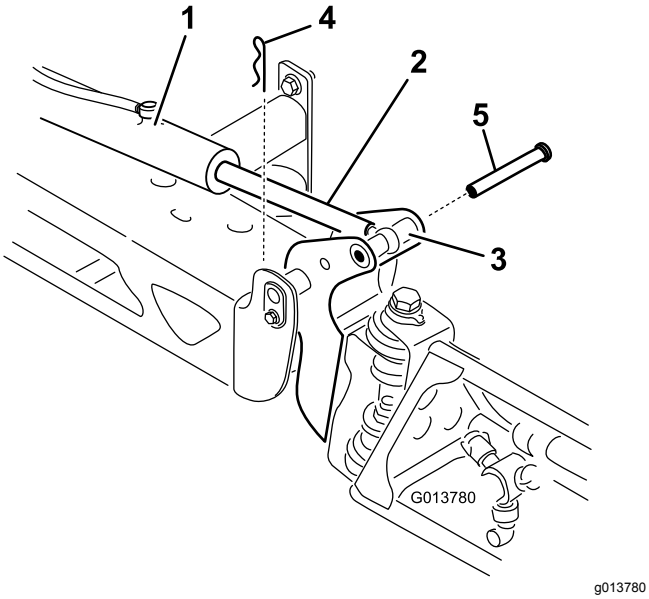

Figuur 34
2. Verwijder de borgpen van de draaipen (Figuur 34).
3. Til de spuitboom op en verwijder de pen (Figuur 34), en laat de spuitboom langzaam op de grond zakken.
9. Houd de spuitboom vast en steek de pen door het draaipunt van de spuitboom en de actuatorstang (Figuur 34).